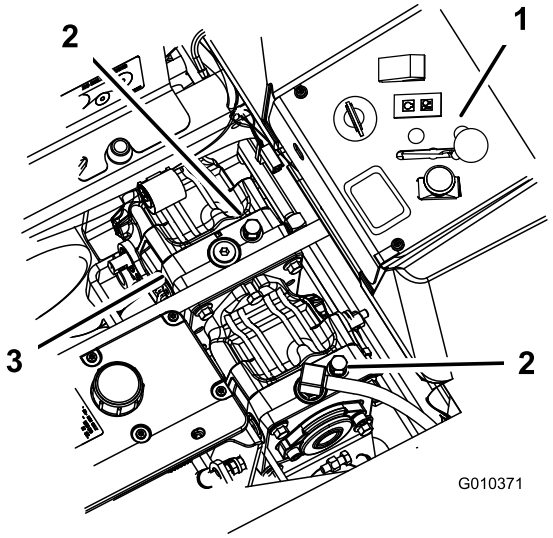

**Figur 29**
2. Drej omløbsventilerne en omgang mod uret for at skubbe. Derved får hydraulikvæsken mulighed for at løbe uden om pumpen, hvilket gør hjulene i stand til at dreje (Figur 29).
Drej omløbsventilerne en omgang med uret for at betjene maskinen (Figur 29).